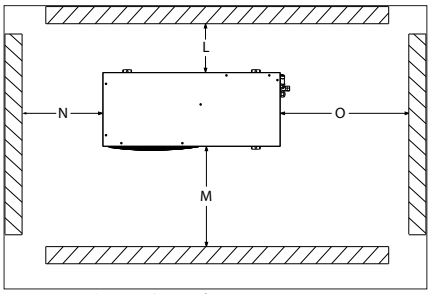

Figura 1 : Distâncias mínimas de montagem
- Certifique-se de que haja espaço suficiente ao redor da unidade para circulação de ar e abertura de portas. Consulte a Figura 1 para conhecer os valores mínimos da distância em relação às paredes.